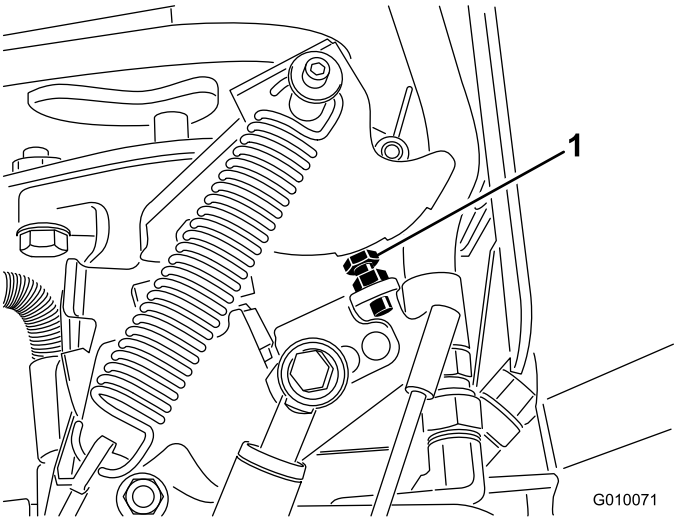

**Figur 66**
5. Om justering krävs, kan du vända pumpens stoppbult (Figur 66) närmare stopplattan för att minska hålavståndet, eller vända stoppbulten bort från stopplattan för att öka hålavståndet.